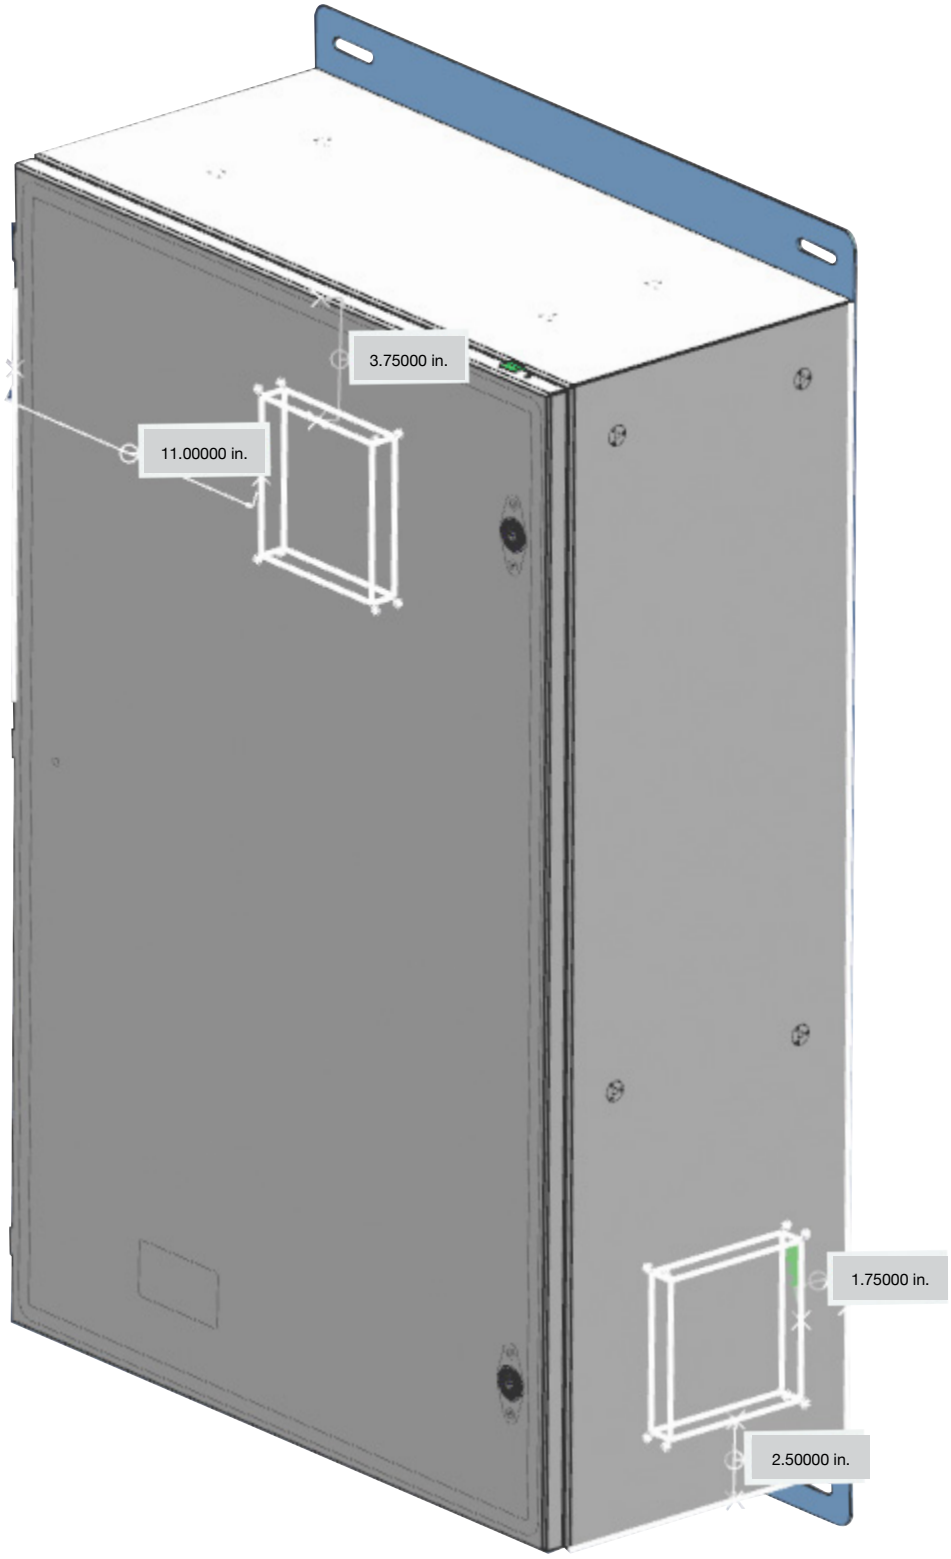

Figure 6:
The cooler air brought into the enclosure by the fan allows the hot air to exhaust from the enclosure. Without the vent the fan would stall, and no air would be brought into the enclosure. Therefore, two openings need to be created on the enclosure, one for the fan and one for the exhaust vent. The fan should be mounted low on the non-hinge side of the Z23 enclosure. If the system is going to have a lot of copper coming into the enclosure, the fan can be mounted on the hinge side with minimal impact to performance, but the power system might need to be shifted toward the middle to make room for the fan. The vent should be mounted high on the door of the enclosure. Figure 6 (fan HF05) and Figure 10 (fan HF09) show the location for a fan and a vent.
5. On the lowest din rail, space needs to be left for the fan on the non-hinge side (see Figure 6 below).